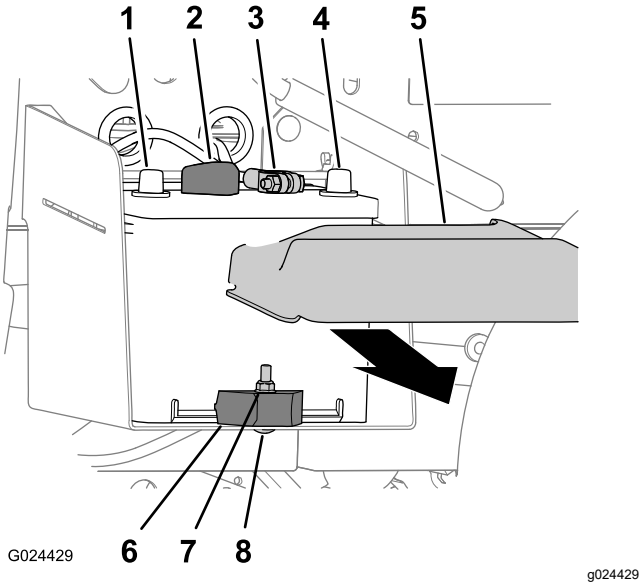

Figuur 50
1. Knijp de zijkanten van het accudeksel samen en neem het deksel van de bovenzijde van de accu (Figuur 50).
2. Koppel de minkabel los van de accupool (Figuur 50).
3. Koppel de pluskabel los van de accupool (Figuur 50).
2. Verwijder de borgmoer, slotbout en accuklem waarmee de accu vastzit aan de accubak (Figuur 50).
3. Verwijder de accu uit de accubak (Figuur 50).
1. Lijn de accu uit met de accubak van de machine (Figuur 50).
Opmerking: Zorg ervoor dat de plus- en minpool van de accu uitgelijnd zijn; zie Figuur 50.
2. Bevestig de accu met de accuklem, de slotbout en de borgmoer aan de accubak (Figuur 50).
1. Sluit de pluskabel aan op de accupool (Figuur 50).
2. Sluit de minkabel aan op de accupool (Figuur 50).
3. Plaats het accudeksel op de bovenkant van de accu (Figuur 50).